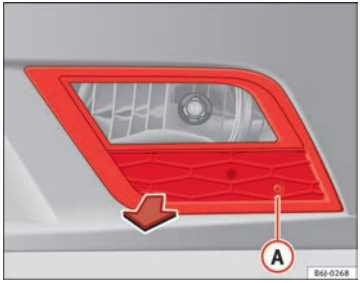

Fig. 170 Front fog light
– Remove the bolt ⇒ Fig. 170 (A) from the fog light grille with a screwdriver.